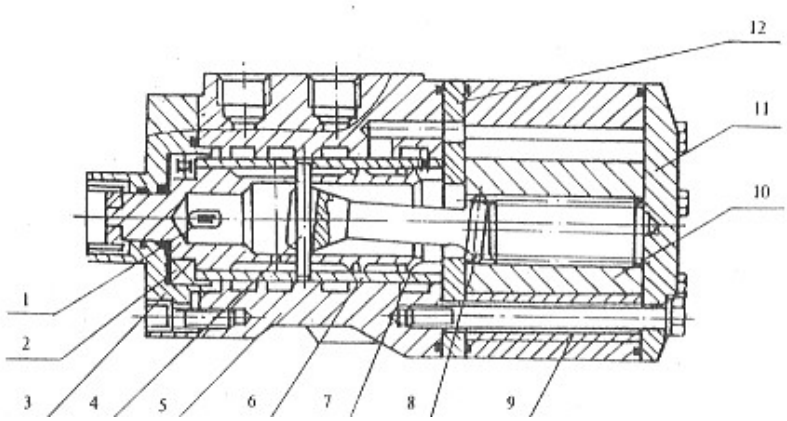

Fig 5.8 Structure of the full hydraulic steering gear
a. The structure of the full hydraulic steering gear is shown in Fig 5.8. The Rotary servo valve, consisting of the Valve element, Valve bush (6) and Valve body (5), controls the flow direction of hydraulic oil. The Stator (7) and Rotor (10) makes up the pair of cycloidal toothing functioning as the flow control valve, which makes the hydraulic oil flow entering into the steering cylinder be in the direct ratio of the turning angle of steering wheel. The Linkage shaft (8) transmits torque.